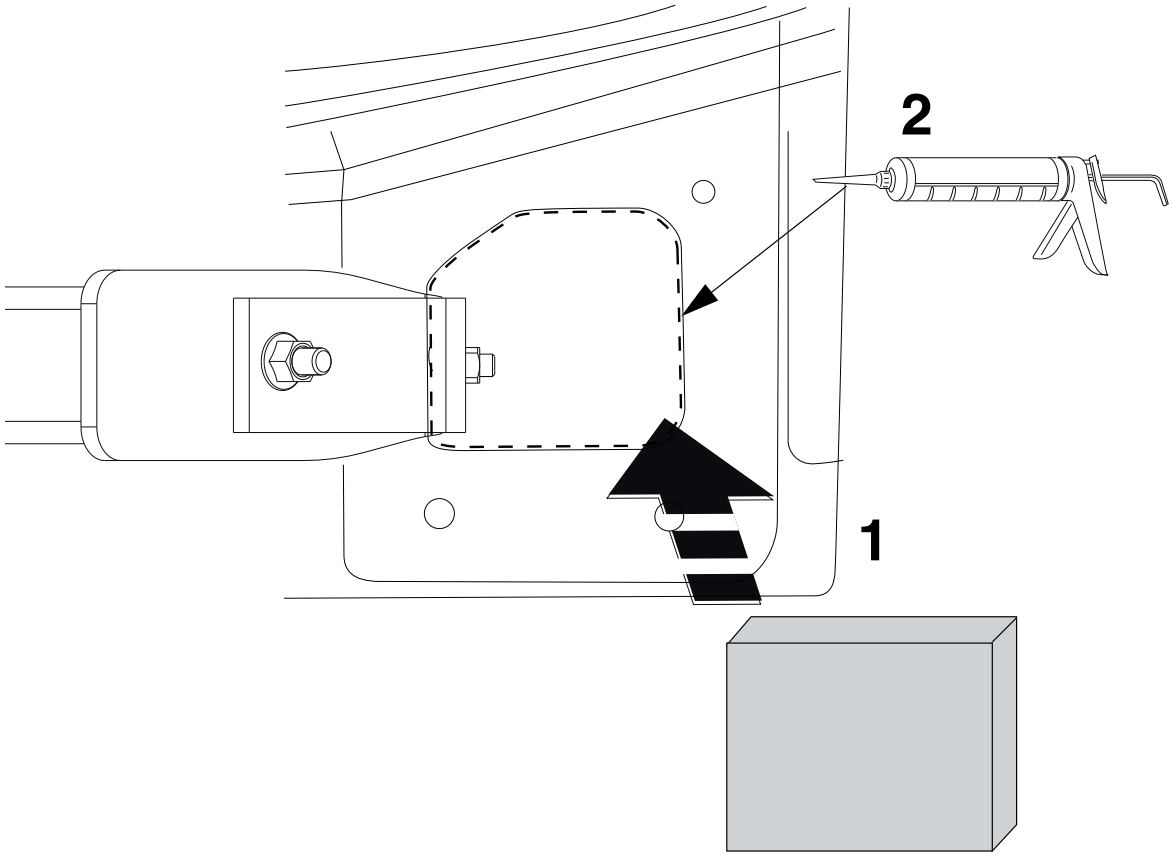

Fig. 3
10. Plaats de twee PE schuimblokken als afdichting in de chassisbalken. Kit de aangegeven delen af (zie fig. 3)
10. Place the two PE foam blocks as sealing in the chassis members. Seal the portions indicated (see fig. 3).
10. Die zwei PE-Schaumblöcke als Dichtung in den Fahrgestellträger einsetzen. Die angegebenen Teile kitten (siehe Abb. 3).
10. Placer les deux blocs de mousse en polyester en guise de colmatage dans les longerons de châssis. Boucher les parties indiquées (voir la fig.3).